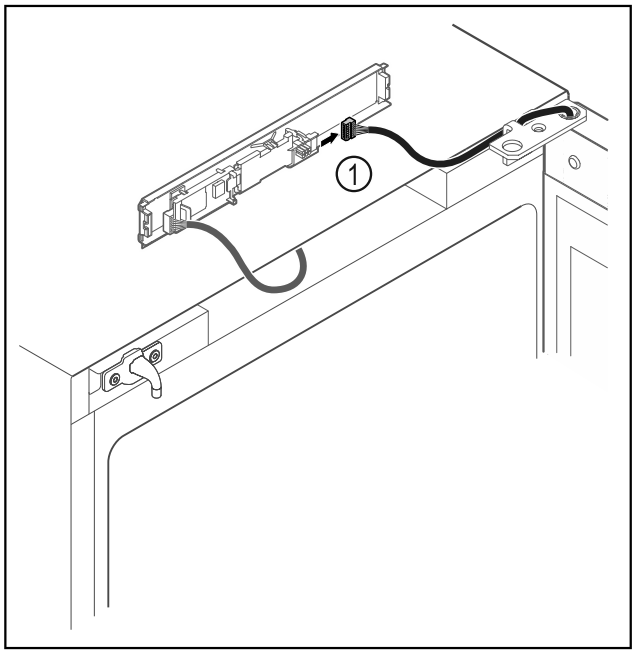

Fig. 4
▶ Scoateți fișa *Fig. 4 (1)* de la placa electronică.